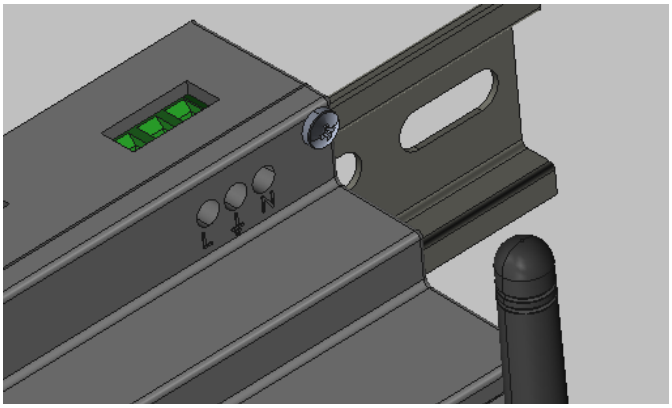

Figure 7 – Bornier 3 broches
2) Connecter le câble de puissance AC en respectant les indications présentes sur le bornier à 3 broches (Figure 7).